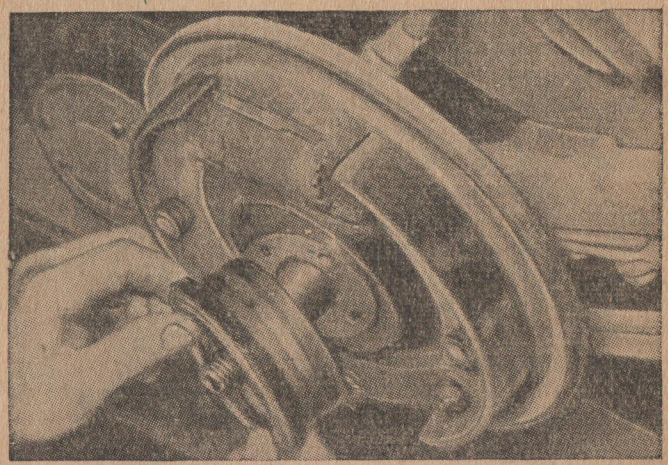

Рис. 118. Снятие стакана подшипника с сальником в сборе для удаления регулировочных прокладок.
3) вынуть руками стакан подшипника вместе с запрессованным в его углублении сальником, как показано на рис. 118, и удалить необходимое количество стальных регулировочных прокладок, размещенных между крышкой и фланцем стакана подшипника;